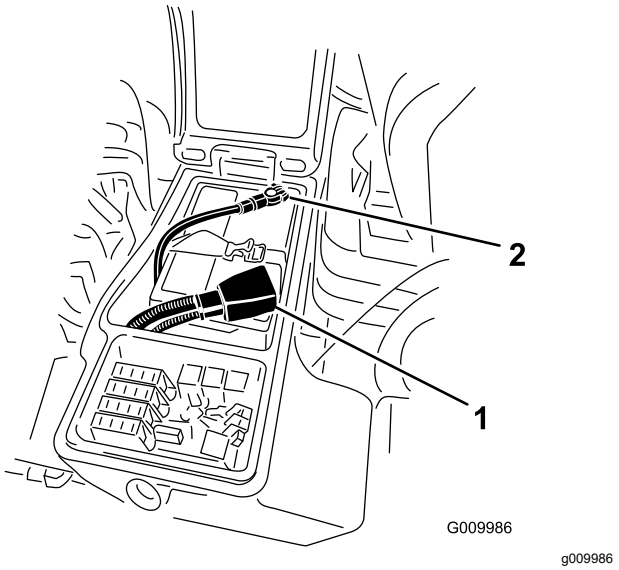

Figur 92
3. Fjern minuskablet (sort) fra minuspolen (-) og pluskablet (rødt) fra pluspolen (+) på batteriet (Figur 92).
6. Monter pluskablet (rødt) til pluspolen (+) og minuskablet (sort) til minuspolen (-) på batteriet (Figur 92).